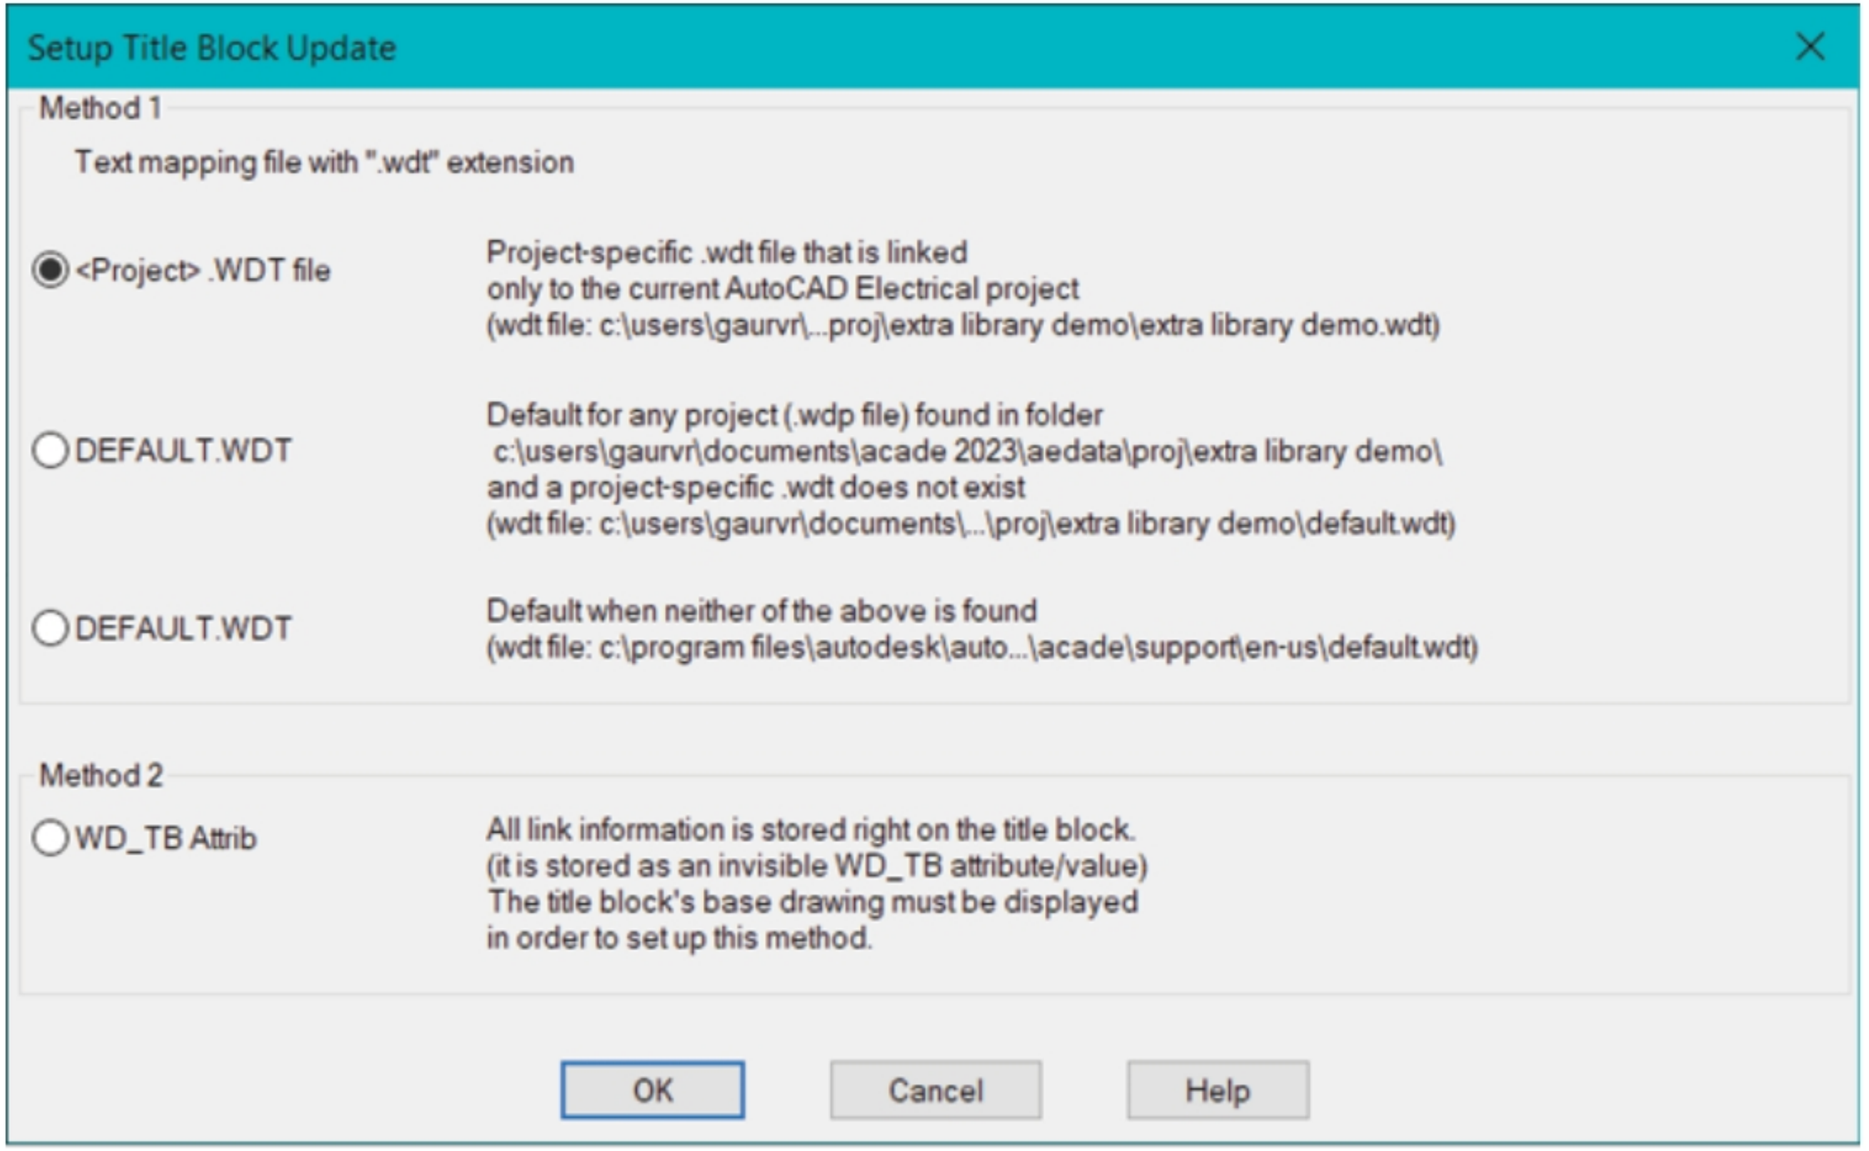

Figure-78. Setup Title Block Update dialog box
- Click on the **Title Block Setup** tool from the **Other Tools** panel in the **Project** tab of **Ribbon**. The **Setup Title Block Update** dialog box will be displayed; refer to Figure-78.